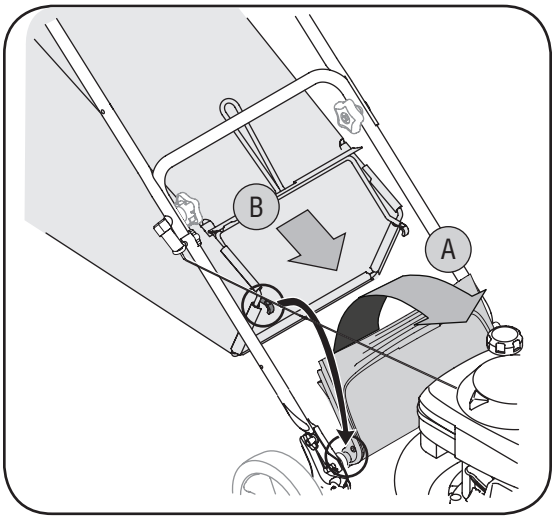

Figure 3-6
b. Place grass catcher on the pivot rod. Let go of discharge door so that it rests on the grass catcher. See Figure 3-6.
To remove grass catcher or convert to a mulcher, lift rear discharge door on the mower as shown in Figure 3-6. Lift grass catcher up and out of the pivot rod. Release rear discharge door to allow it to close rear opening of mower.